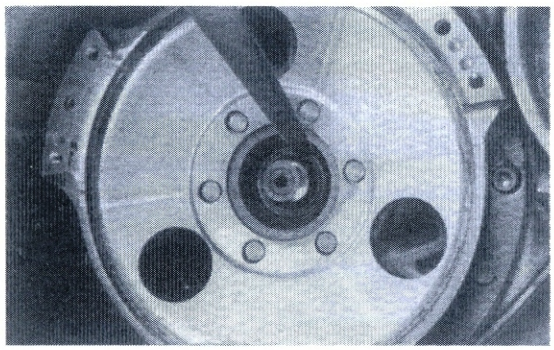

Bild 171
- Kupplungsgehäuse hin- und herbewegen, bis O-Ring auf Welle sichtbar wird. O-Ring mit Messer trennen (Bild 171) und entnehmen.